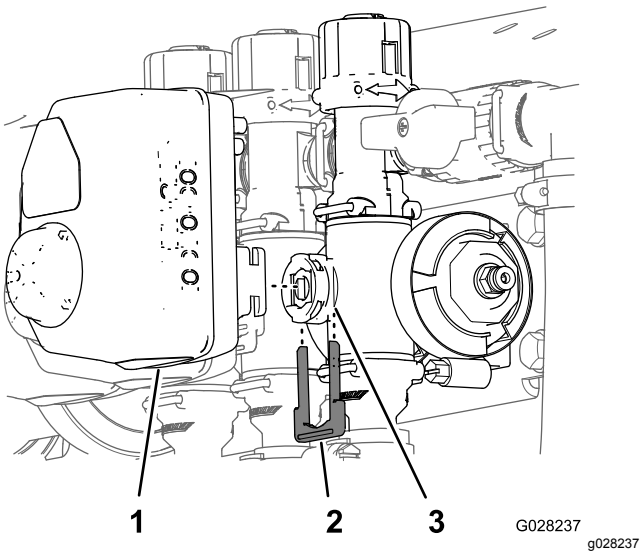

**Figur 112**
3. Fjern holderen som fester aktuatoren til manifoldventilen for mengderegulator, risting, hovedseksjon, eller seksjonsventil (Figur 112).